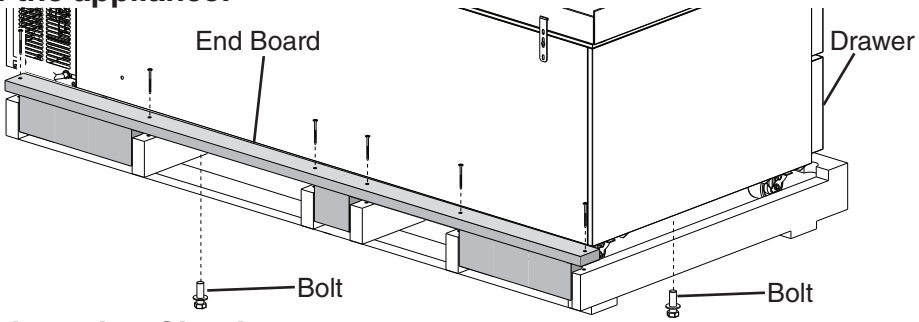

Fig. 1
2) Remove the pallet end board. See Fig. 1.